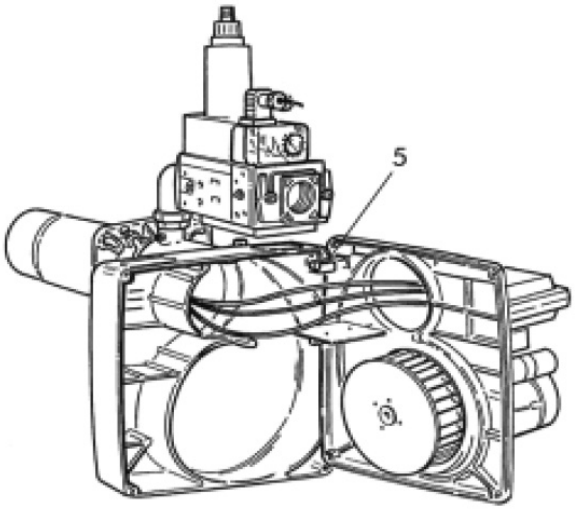

рис. 5
- Расположите плиту компонентов в рабочем положении 5 (рис. 5, 5A).